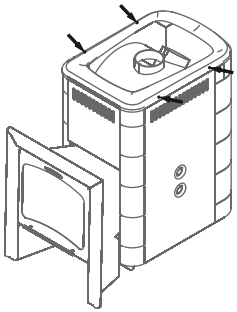

Рисунок 8. Саморезы для демонтажа рамки конвектора печи
1. Снять рамку конвектора, открутив 4 самореза (рисунок 8);